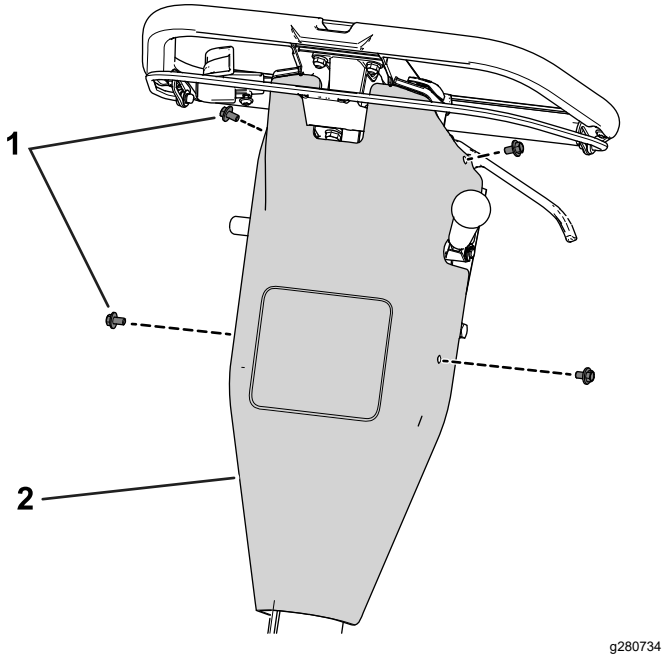

**Figuur 41**
B. Verwijder de kap van de bediening door de schroeven te verwijderen waarmee de kap van de bediening is bevestigd aan het achterpaneel (Figuur 41).